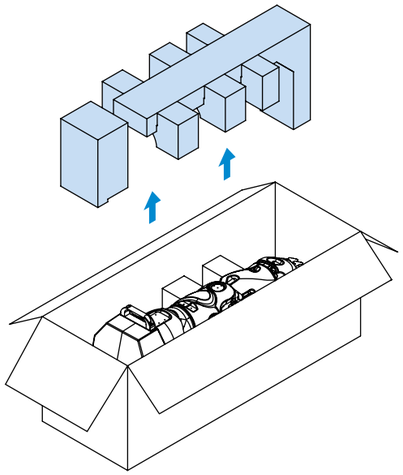

Рисунок 10.
2. Убрать верхнюю часть ложемента (рисунок 10)